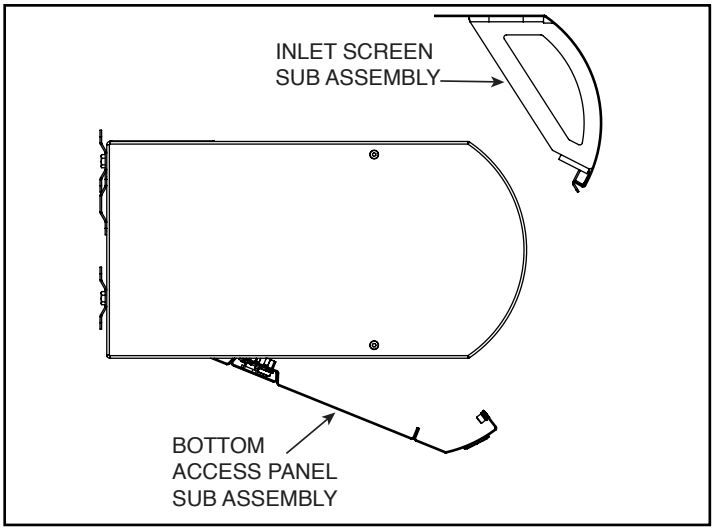

Figure 10 - Bottom Access Panel Removal
4. Re-install the bottom access panel and intake screen. ***See Figure 10.***